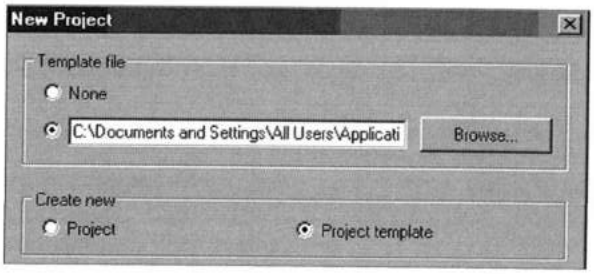

Рис. 35.10. *Выбор проектного шаблона для его редактирования*
1. Из меню командой **New > Project** (Создать > Проект) открыть бокс **New Project** (рис. 35.10).